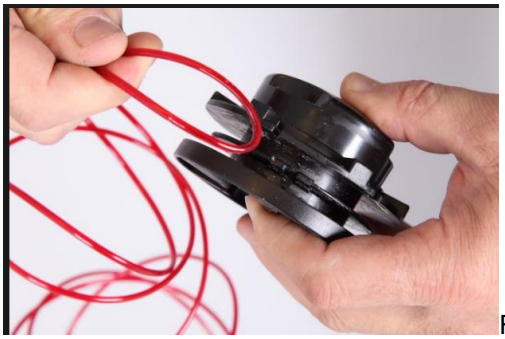

Rys. 22
2. Odmierz 4,5m żyłki tnącej średnicy 2,4 mm . Złap żyłkę w środkowym jej punkcie, zahacz jak na rysunku (Rys. 22), upewnij się, że każda połówka żyłki jest w swoim prowadniku.